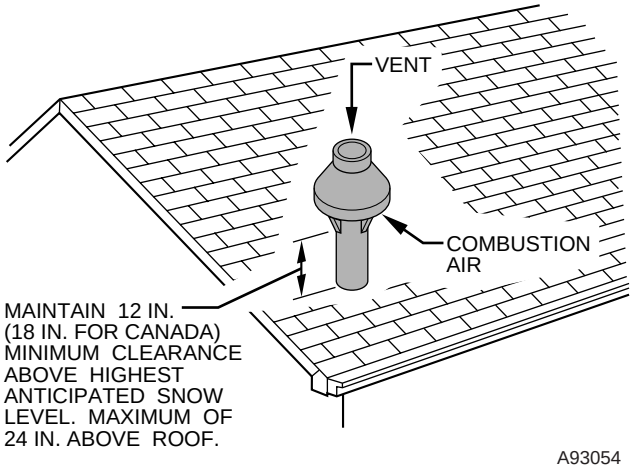

Fig. 38—Concentric Vent and Combustion-Air Roof Termination (Preferred)
Roof terminations-Locate assembly through roof to appropriate height as shown in Fig. 38.
6. Check required dimensions as shown in Fig. 38 or 39.